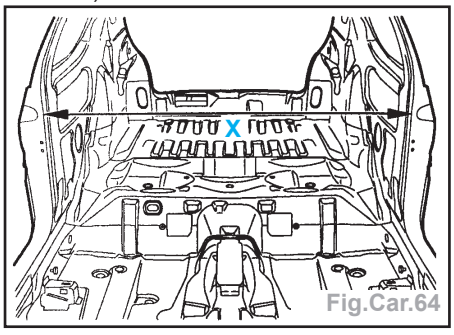

Fig.Car.64
- Contrôler le jeu X = 1360 ± 1 mm (Fig. Car.64).